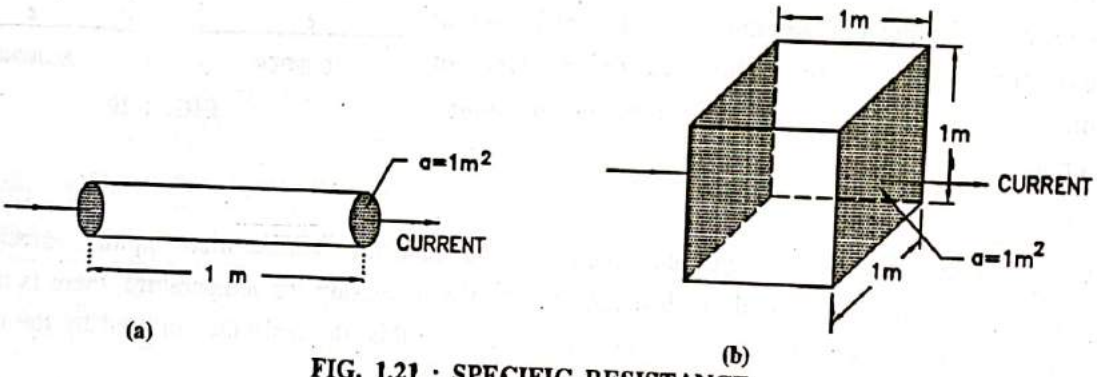

**FIG. 1.21 : SPECIFIC RESISTANCE**
- Specific resistance of a material of a conductor is the resistance offered by one meter length of wire of a material having cross-section of 1 $m^2$, (Refer Fig. 1.21)
- In other words, it is defined as the resistance between the opposite faces of a cube of the material having each side of 1 meter as shown in fig. 1.21 (b).